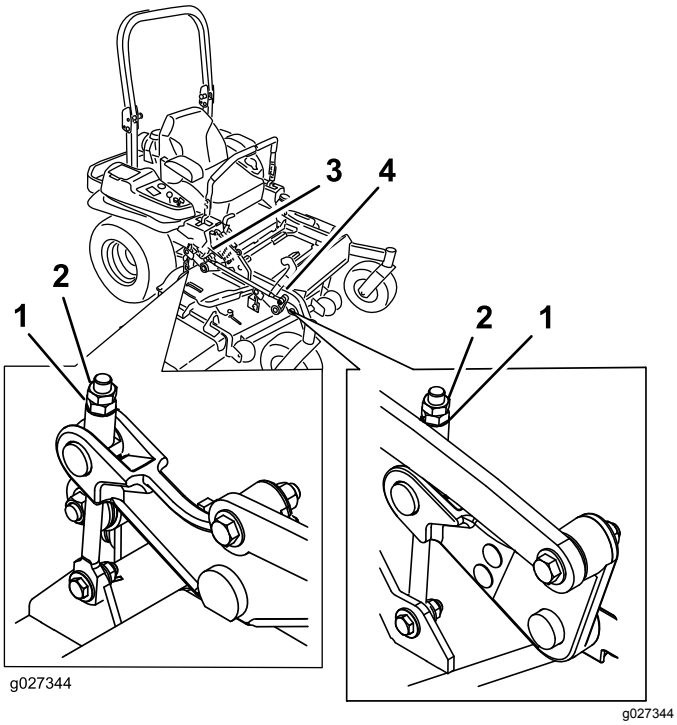

Figur 95
10. Finindstil justermøtrikken på forreste skjoldløfteenhed ved at dreje den (Figur 95).